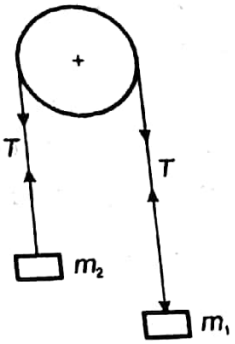

Fig. 1.49
204. Two bodies of masses m_1 and m_2 are hung from the ends of a rope, passing over a frictionless pulley as shown in Fig. 1.49, The acceleration of the string will be
205. In the above question, as shown in Fig. 1.49, the tension (T) in the string will be
206. If the masses of both the bodies, as shown in Fig. 1.49, are doubled, then the acceleration in the string will be
207. If the masses of both the bodies, as shown in Fig. 1.49, are reduced to 50 percent, then tension in the string will be